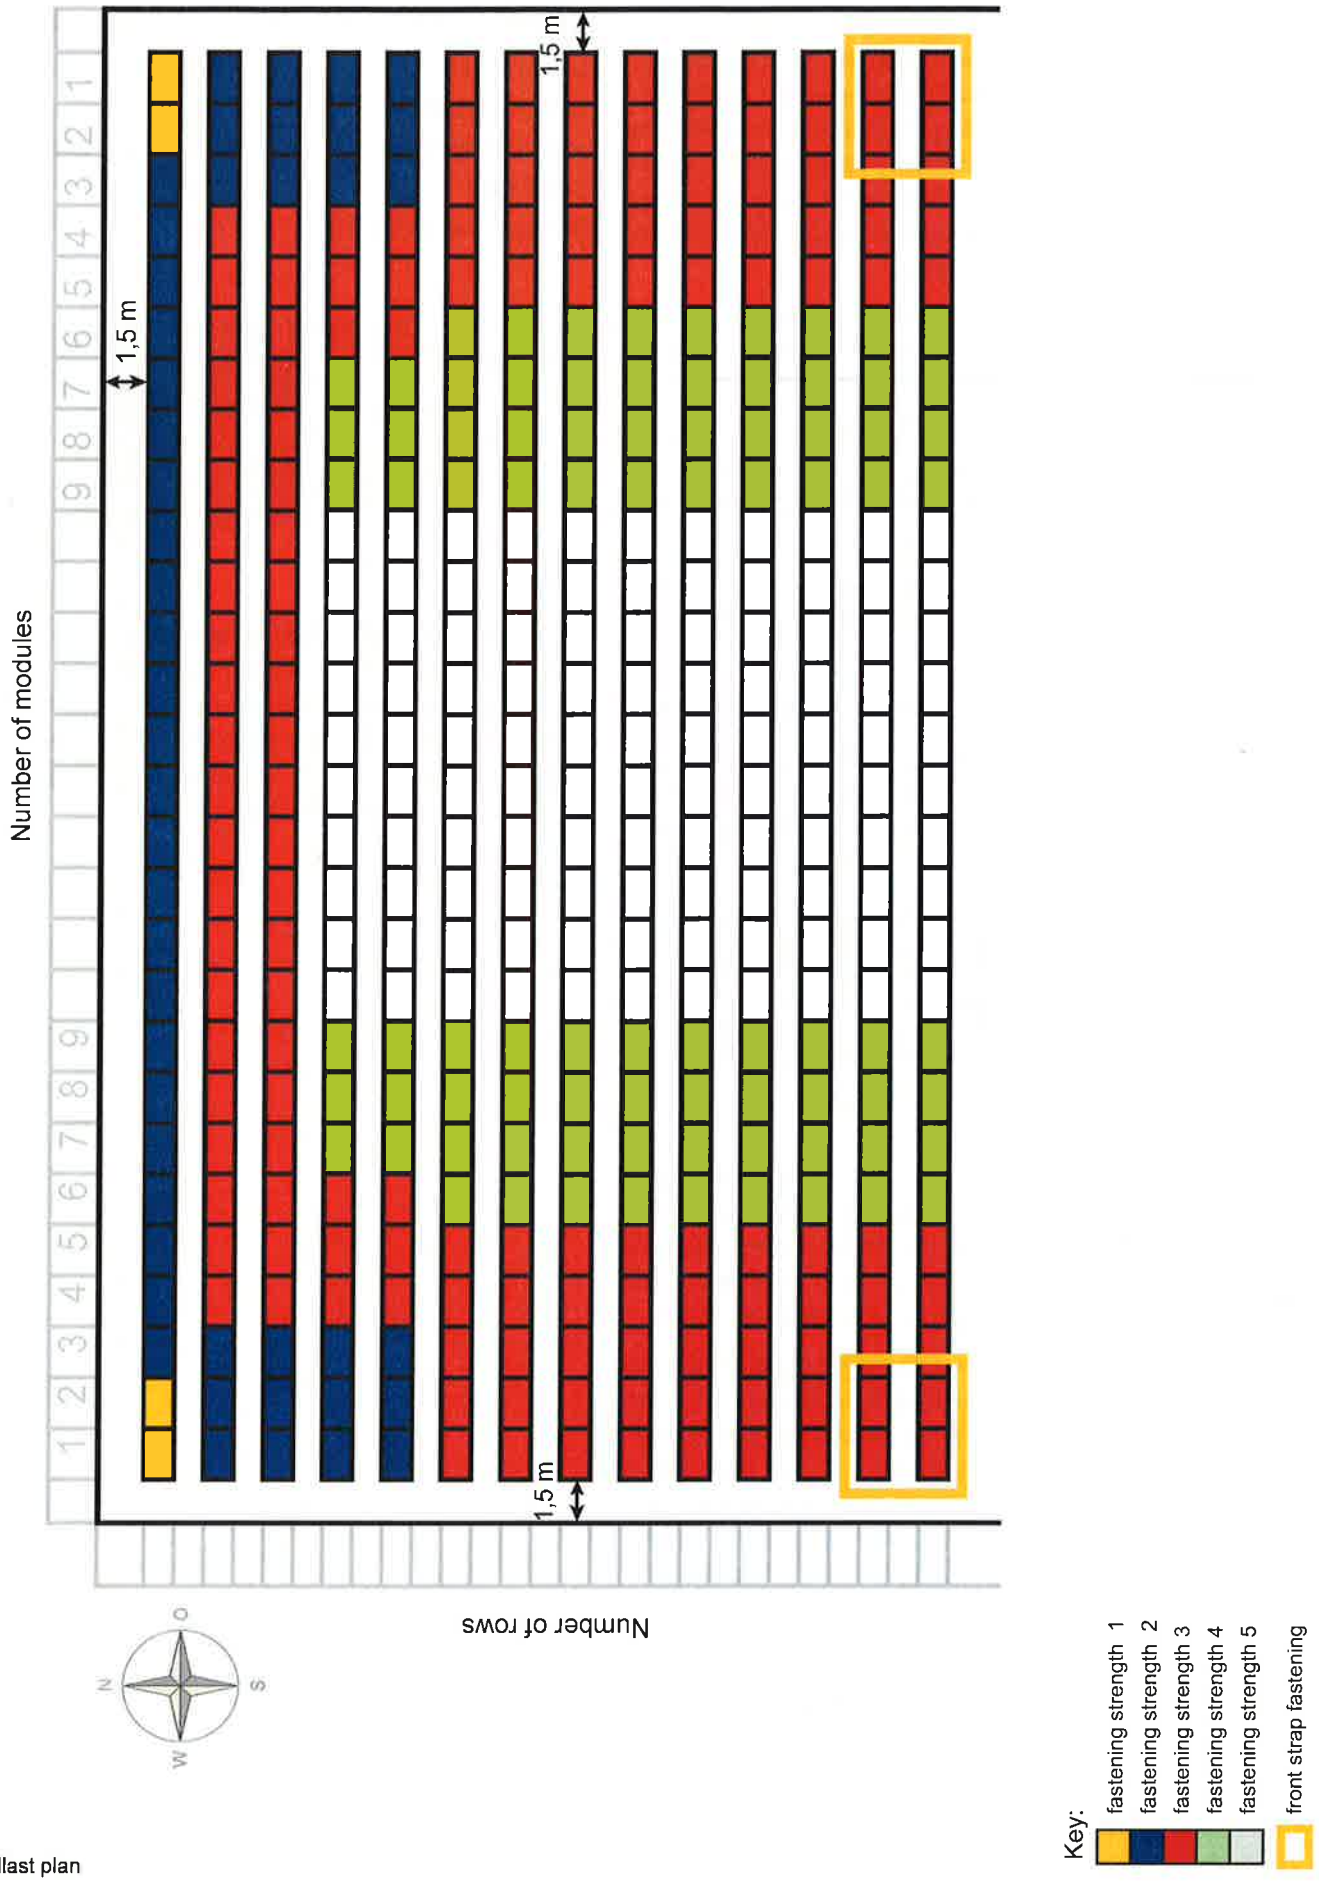

Fig. 3: Ballast plan
The schematic ballast plan in figure 3 applies to roofs without disruptive areas. Any disturbing objects on the roof will lead to discrepancies from the illustrated ballast plan. As a general rule, all modules south of uncovered areas will require higher fastening strength than shielded modules.
**All mounting racks must in principle be fastened via rear strap welding on the roofing membrane.** Supports that must be fastened on the front side as well are individually marked. They are illustrated in the ballast plan with a yellow outline, see figure 3. These are generally located in the edge areas of the installation facing to the south. Further information on this procedure is to be found on the mounting process from page 11.